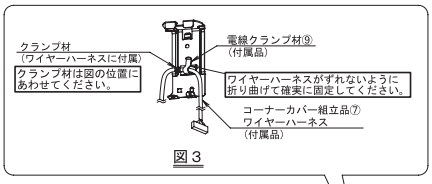

図３
ワイヤーハーネスのタイラップが図３の位置になるように、ワイヤーハーネスを電線クランプ材⑨で固定してください。